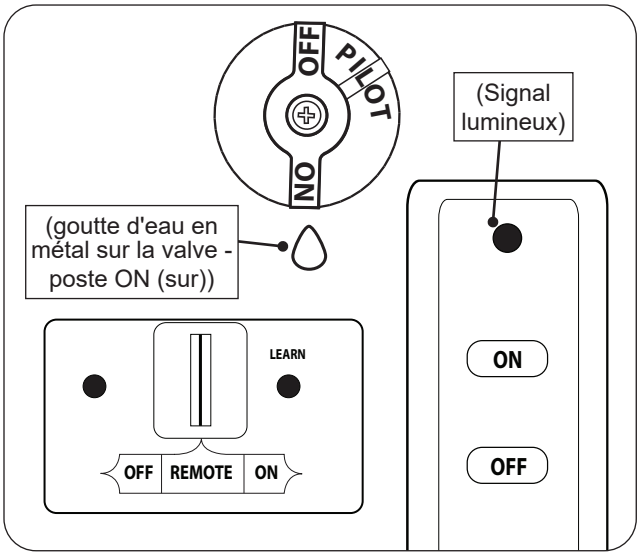

Fig. 57-1 Remote lighting
1. Assurez-vous que la veilleuse brûle. Tournez le bouton de commande dans le sens antihoraire ↶ sur **ON** (sur) (voir Fig. 57-1).
2. Localisez l'interrupteur à 3 positions sur le récepteur à distance et faites glisser l'interrupteur sur **REMOTE** (télécommande) (voir Fig. 57-1).
3. Localisez la télécommande et appuyez sur le bouton **ON** (sur) (voir Fig. 57-1). La séquence d'allumage commencera.